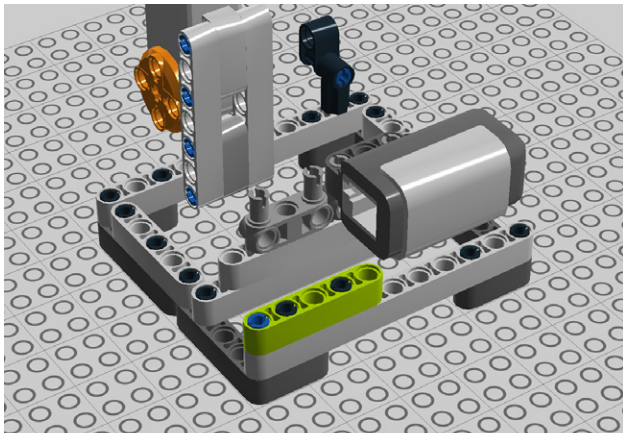

Figure 9-100. *Step 95: Attaching a 5M beam*
95. Add a 5M beam (Figure 9-100).